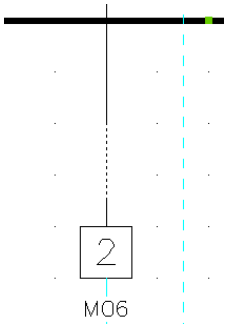

Bild 33.8 – Die Lücke wird mit dem Block *Ohne Reparaturschalter* gefüllt
- Der Schalter wird entfernt, doch nun ist eine Lücke entstanden. Füllen Sie sie mit der Blockverwaltung, *VDI 3814-1, Ventilator, el. Ansteuerung, Ohne Rep. Schalter*. Fügen Sie diesen Block am Endpunkt des Ablüfters ein (Abb. 33.8). Die Lücke wird geschlossen.